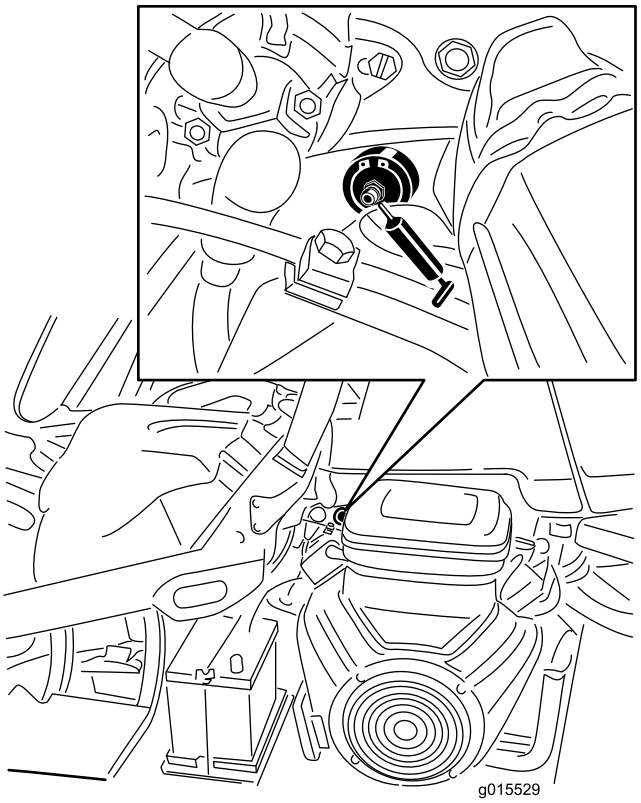

**Figur 42**
1. Torka av smörjnippeln så att främmande partiklar inte kan leta sig in i lagren eller bussningarna (Figur 42).